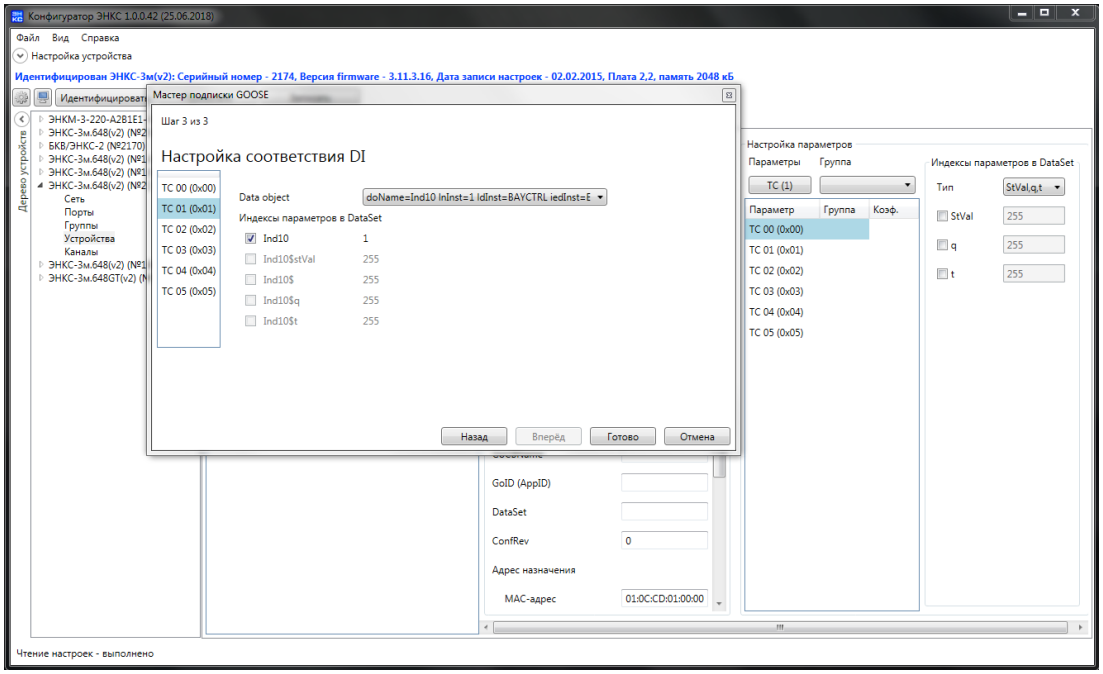

Рисунок 2.14. Импорта настроек SCL-файла.
2.7.2 При загрузке из файла SCL необходимо выбрать путь к файлу, затем в следующем окне задать соответствие сигналов в Dataset и ТС/ТИ в конфигурации ЭНКС-3М (рис. 2.14). Если при публикации не используются VLAN, после импорта файла необходимо установить флаг «Игнорировать VLAN». В настройках параметров ТС/ТИ (в правой части окна) необходимо присвоить сигналам группы (п. 2.8 «Настройка групп»).